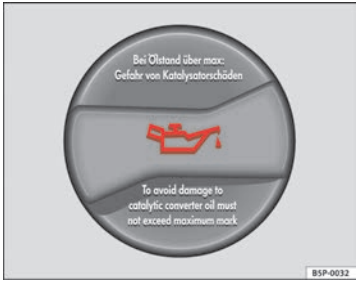

Fig. 167 In the engine compartment: Engine oil filler cap
– Unscrew cap from oil filler opening ⇒ fig. 167.
– As soon as the oil level is in area (B), carefully close the cap.